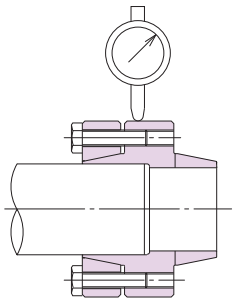

Figure 1
(1) Attach the coupling to one shaft, and fasten the outer ring as described in the product's user manual.
(2) Leave the outer ring for the other shaft unfastened. This shaft is allowed to rotate freely within the coupling's bore.
(3) Fasten the dial gauge to the base (such as the coupling case), and check the runout of each shaft as described below.
a. Check the runout of the shaft with the connected coupling by placing the dial gauge against the outer circumference of the center flange in the body of the coupling. Rotate this shaft and read the runout. Adjust the runout to within 3/100 (Figure 1).
(4) Check that both runout values shown by the dial gauge are within the standard value, then fasten the second outer ring as described in the product's user manual.
(5) Finally, read the runout of the body's flanges, and check that it is within 3/100.